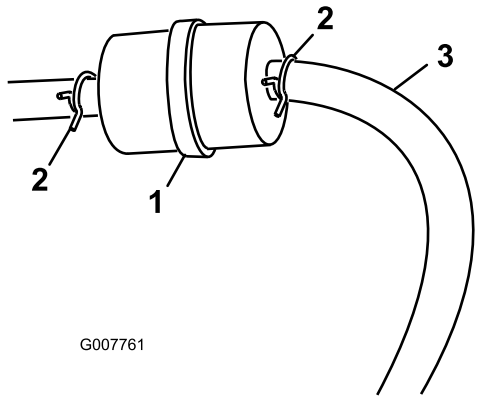

Figur 29
3. Klem slangeklemmernes ender sammen, og skub dem væk fra filteret (Figur 29).
5. Monter et nyt filter, og flyt slangeklemmerne hen til filteret (Figur 29).
3. Løsn slangeklemmen ved brændstoffilteret, og før den op ad brændstofrøret væk fra brændstoffilteret (Figur 29).
4. Træk brændstofrøret af brændstoffilteret (Figur 29).
Bemærk: Lad benzinen løbe ud i en benzindunk eller et aftapningskar (Figur 29).
5. Monter brændstofrøret på brændstoffilteret. Før slangeklemmen hen til brændstofventilen for at fastgøre brændstofrøret (Figur 29).